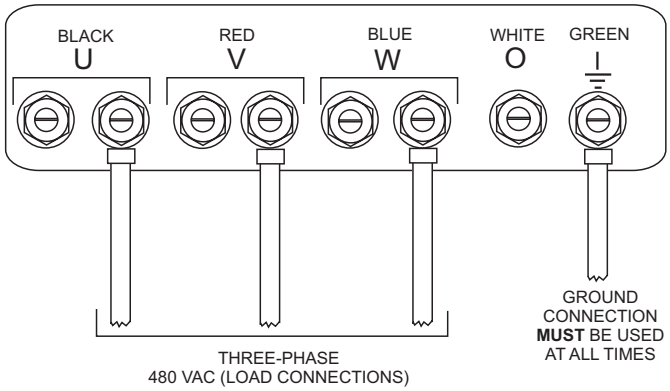

Figure 22. UVWO Terminal Lugs 3-Phase 480-Volt Connections
2. Connect the load wires to the UVWO terminals as shown in Figure 22.